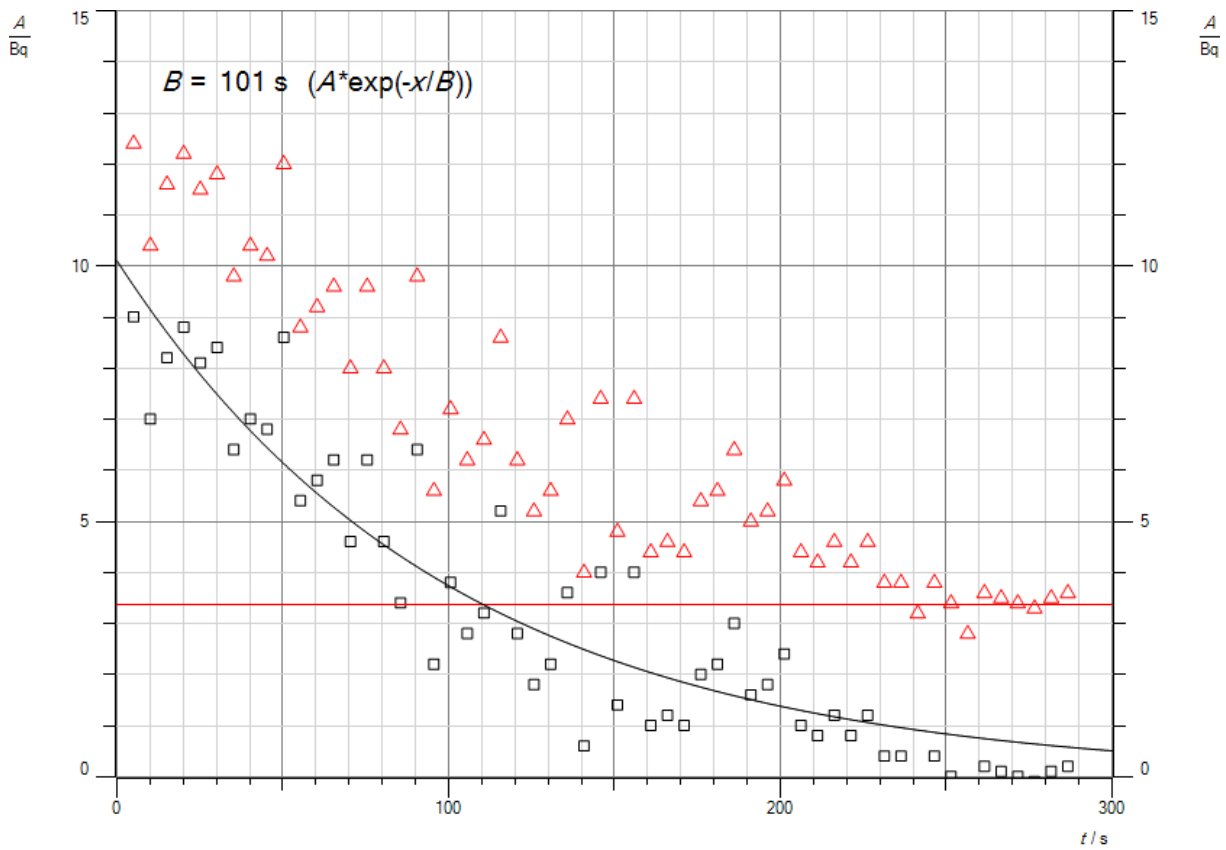

Abb.2: Auswertungskurve
e. Man erhält die Kurve in Abb. 2 mit einer Nullrate R_{A10} = 3,39 Bq.
f. Cassy berechnet nicht die Zerfallskonstante, sondern ihren reziproken Wert, die Zeit B, in der die Aktivität auf den e-ten Teil gesunken ist (s. Abb.2). Sie beträgt B = 101 s. Daraus erhält man für die Zerfallskonstante